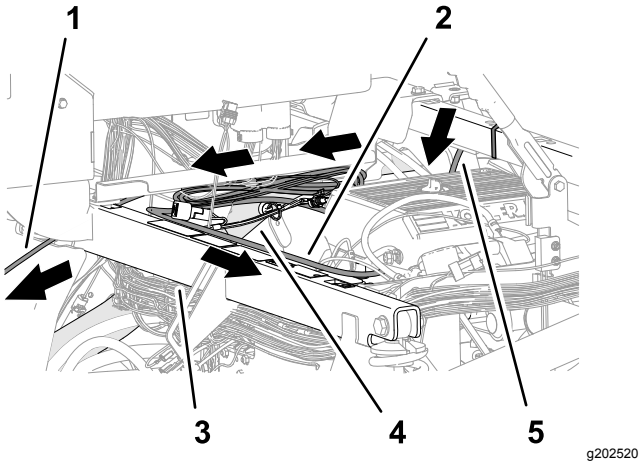

Rysunek 203
5. Poprowadź wiązkę przewodów danych i wiązkę przewodów akumulatora wzdłuż poprzeczki zamocowania fotela i zamocuj odgałęzienie wiązki przewodów danych 390 cm do poprzeczki za pomocą 2 opasek kablowych (Rysunek 201 oraz Rysunek 203).
6. Poprowadź odgałęzienie wiązki przewodów akumulatora 220 cm wzdłuż prawej, górnej rury ramy (Rysunek 203).
7. Poprowadź odgałęzienie wiązki przewodów akumulatora 220 cm wzdłuż rury wspornika amortyzatora w stronę akumulatora (Rysunek 203).
8. Poprowadź odgałęzienie wiązki przewodów danych 220 cm (odgałęzienie wiązki ze złączem 26-stykowym gniazdowym) pod konsolą sterowania i do przodu w kierunku tablicy rozdzielczej (Rysunek 203).